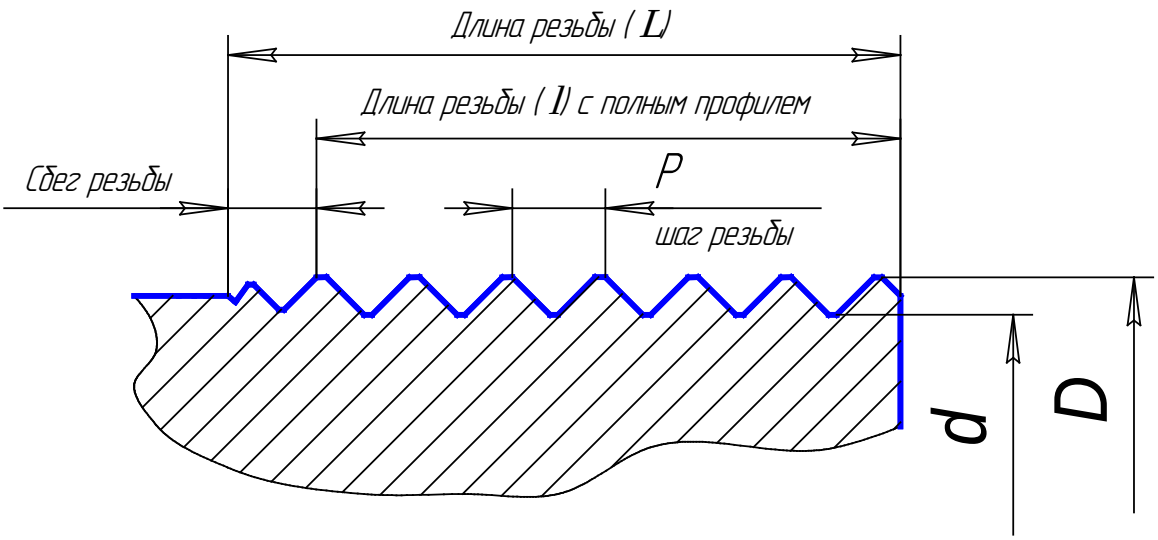

Рис.1
Профиль резьбы − контур сечения резьбы в плоскости, проходящей через ее ось (рис.1)
Наружный диаметр резьбы (D) − диаметр воображаемого прямого цилиндра или конуса, описанного вокруг вершин наружной резьбы или впадин внутренней резьбы (рис.1)
Шаг резьбы P − это расстояние между соседними одноименными боковыми сторонами профиля в направлении, параллельном оси резьбы (рис.1)
Длиной резьбы L называют длину участка детали, на котором образована резьба, включая сбег резьбы к гладкой части детали, на котором резьба имеет неполный профиль (рис.1)